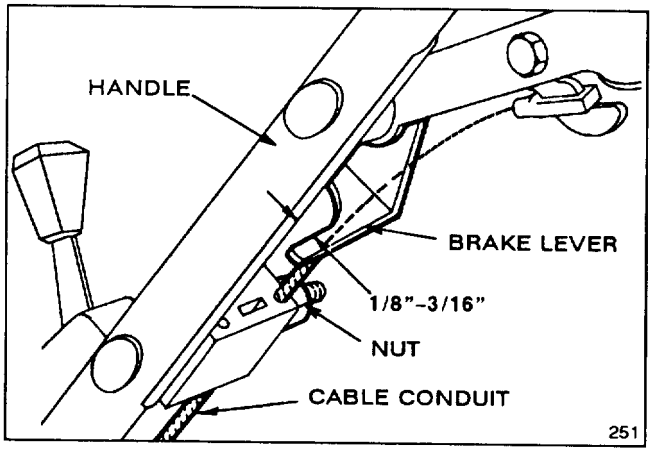

Figure 23
2. CHECK ADJUSTMENT (Fig. 23)—Move control bar toward handle until slack in wire is removed. Gap between brake lever and handle must be 1/8"-3/16". See step 3 for adjustment.
3. ADJUST CABLE CONDUIT (Fig. 23)—Loosen nut on cable bracket. Insert 1/8"-3/16" object between brake lever and handle. Pull down on cable conduit until all slack is removed from wire. Then tighten nut.